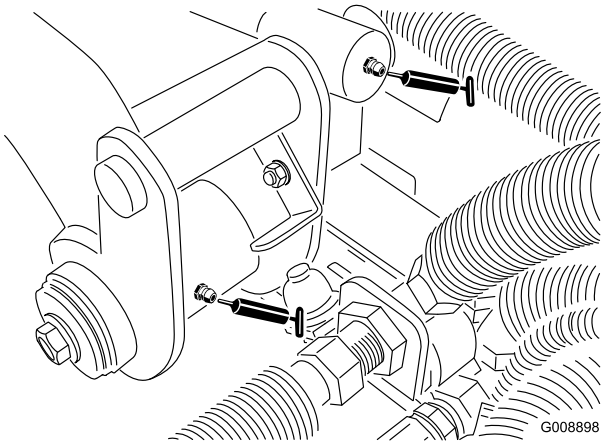

Figur 33
- Bakre lyftarmstapp och lyftcylinder (2) (Figur 33)